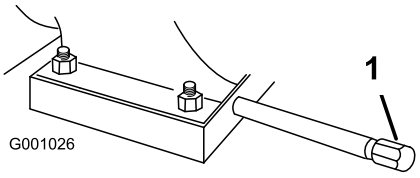

Figuur 48
1. Maak de omgeving van de olieaftapplug schoon (Figuur 48).